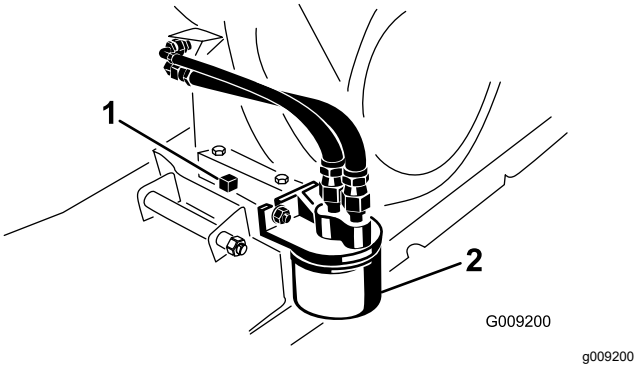

Figur 36
7. Plasser tappefatet under tappepluggen (Figur 36).
8. Fjern tappepluggen og tetningen (Figur 36).
2. Fjern det gamle oljefilteret (Figur 36).
4. Tre det nye filteret på filteradapteren til pakningen kommer i kontakt med monteringsplaten. Stram deretter filteret med ytterligere en halv til trekvart omdreining (Figur 36).